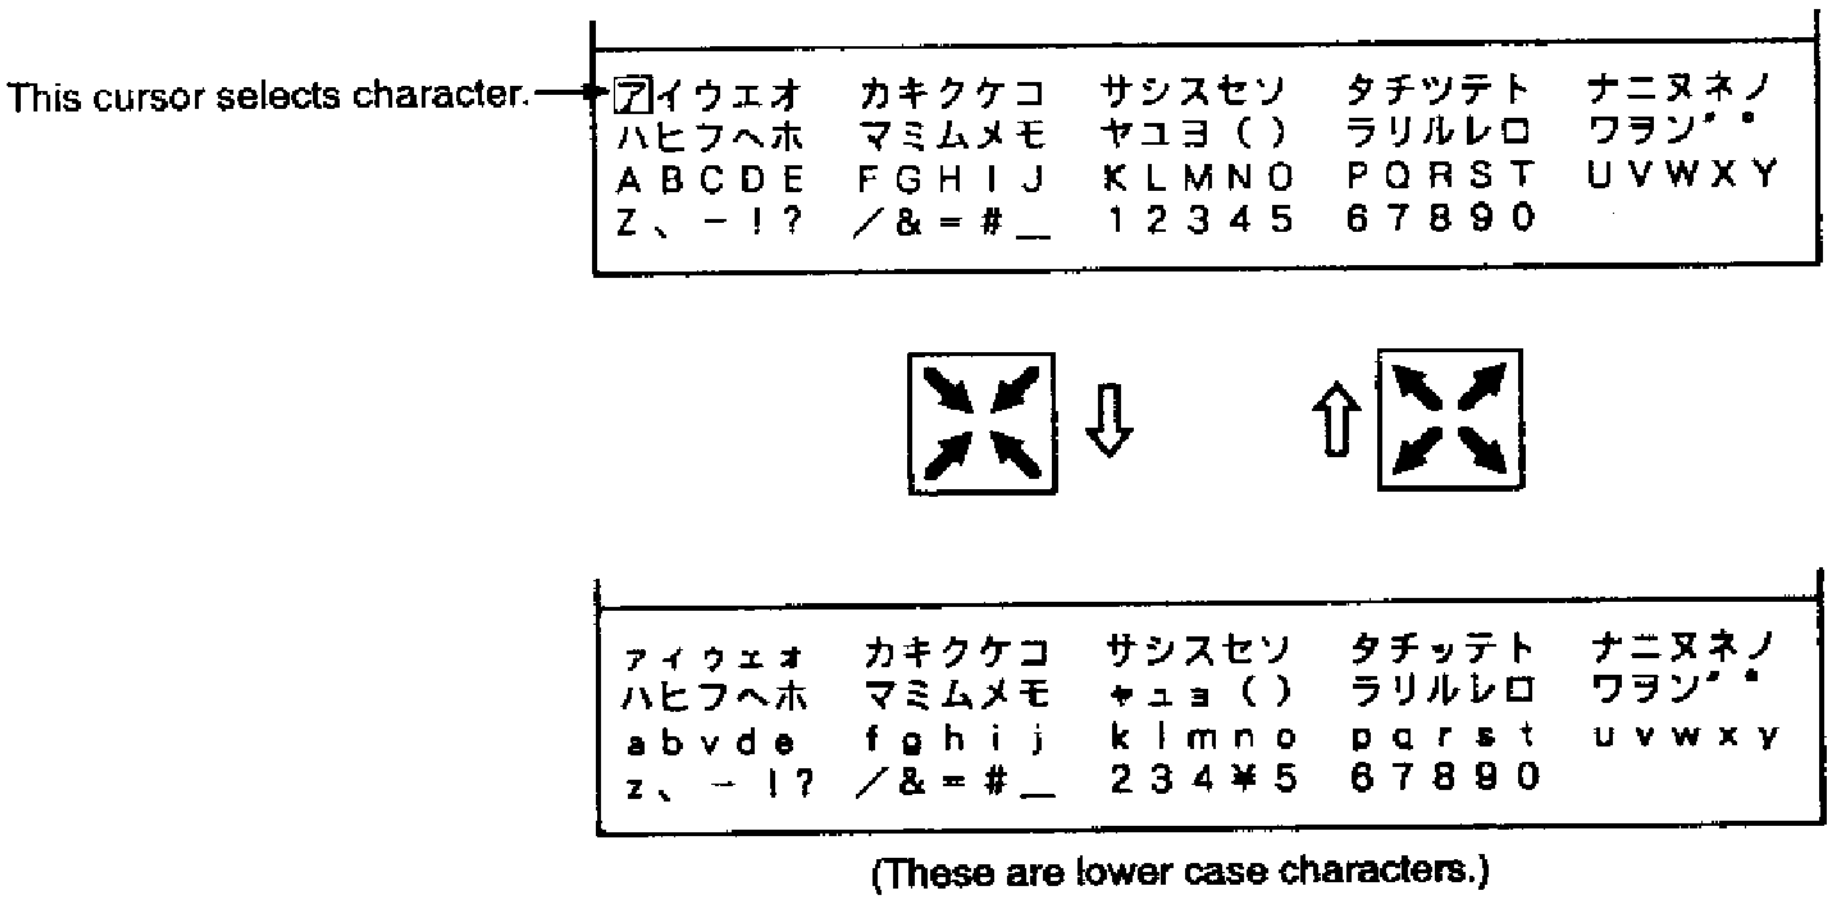

Figure 2-9 Characters available for use as a waypoint comment
3. Operate the trackball to circumscribe the first character for your comment. You can select upper and lower case characters by the **Scale** keys, as shown in Figure 2-9.